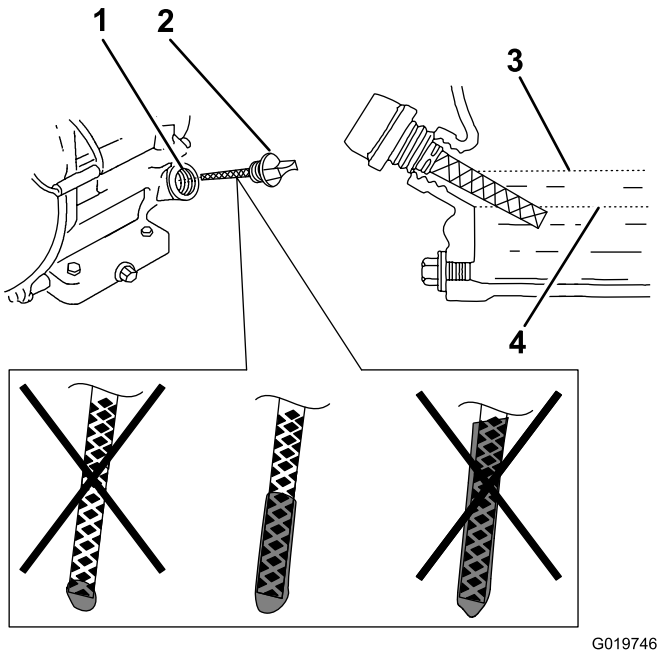

Figura 46
6. Retire la varilla (Figura 46) y vierta aceite lentamente en el orificio de llenado hasta que el nivel de aceite llegue a